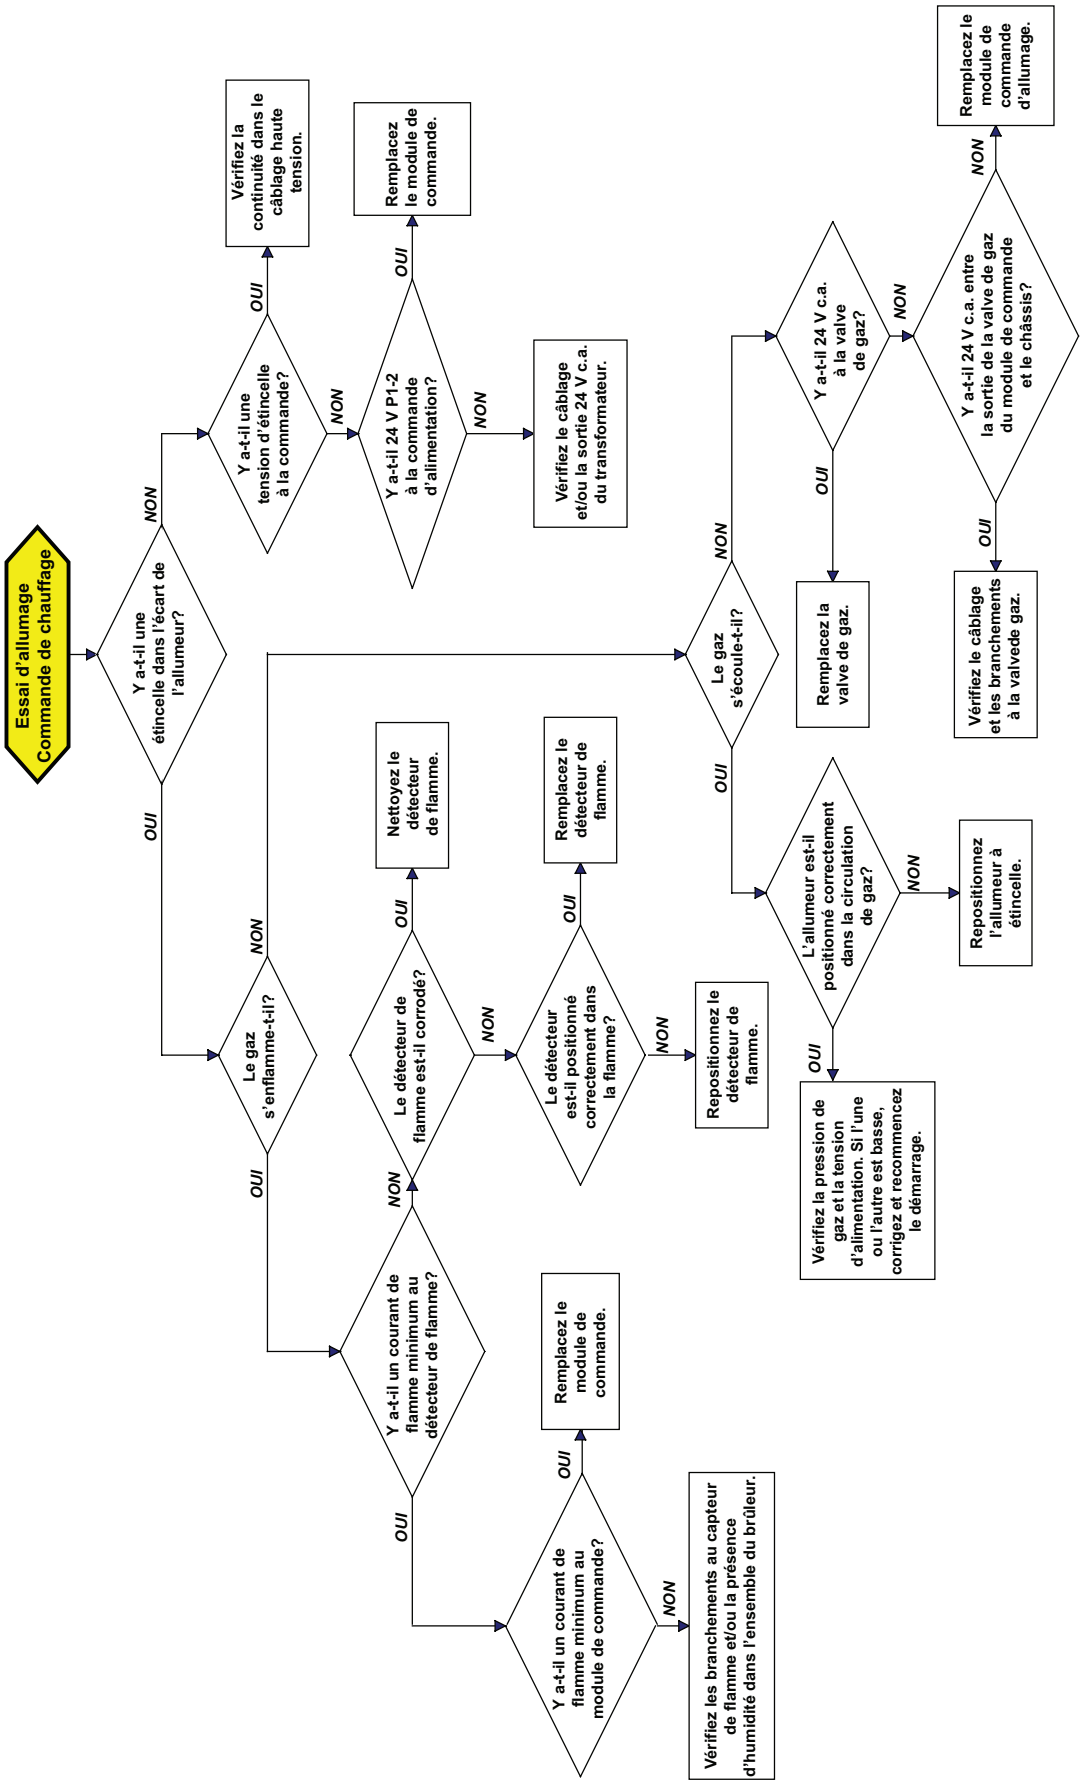

**Figure 35. Diagramme de flux pour le dépannage du module de commande DSI**
- Voyez la **Figure 35** pour un diagramme de flux pour le dépannage de l'appareil à l'aide du module de commande DSI.